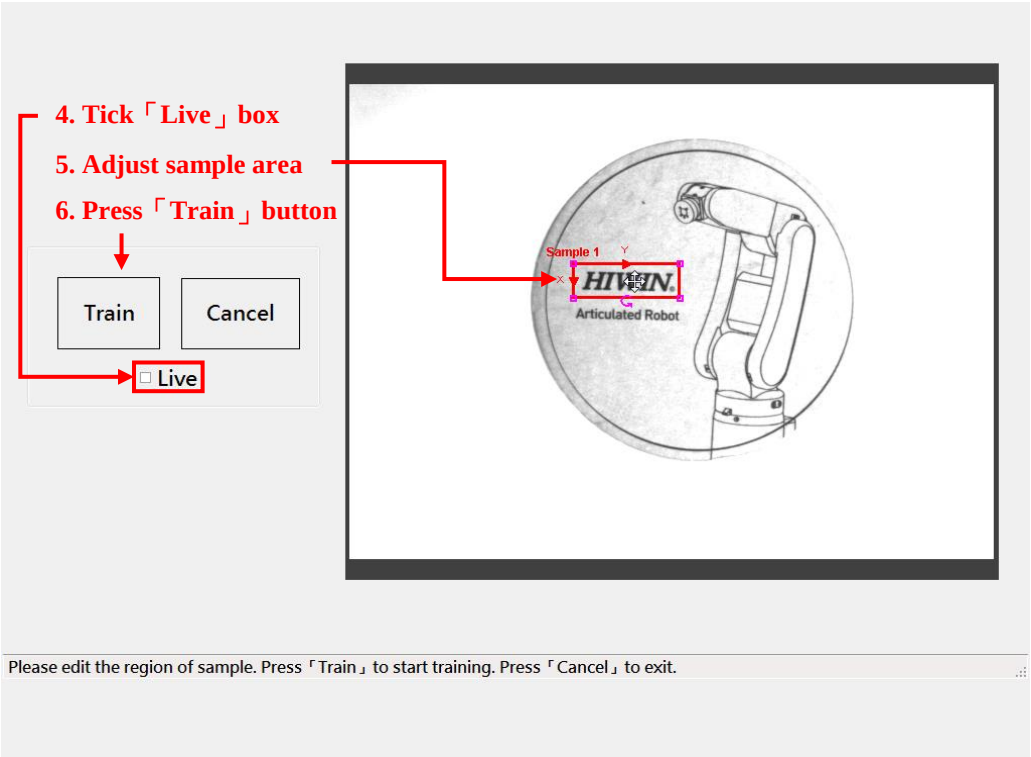

Figure 7-2 Adjust sample area
4. As shown in Figure 7-2, if you want to re-shoot the object, you can tick the “Live” box to start continuous shooting.